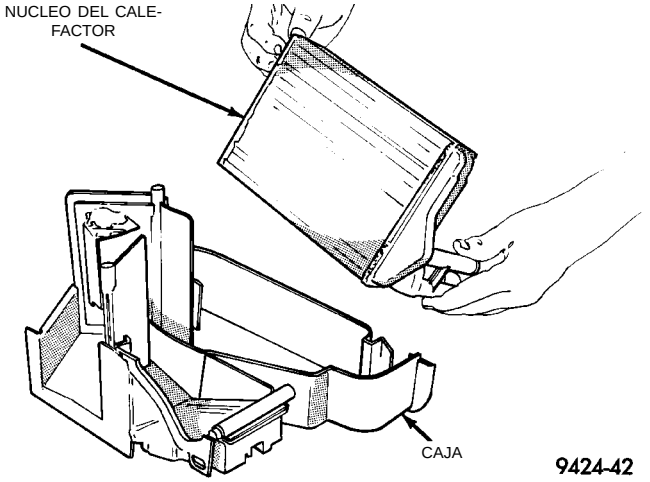

Fig. 49 Desmontaje del núcleo del calefactor
(5) Levante el núcleo del calefactor fuera de la caja (Fig. 49).